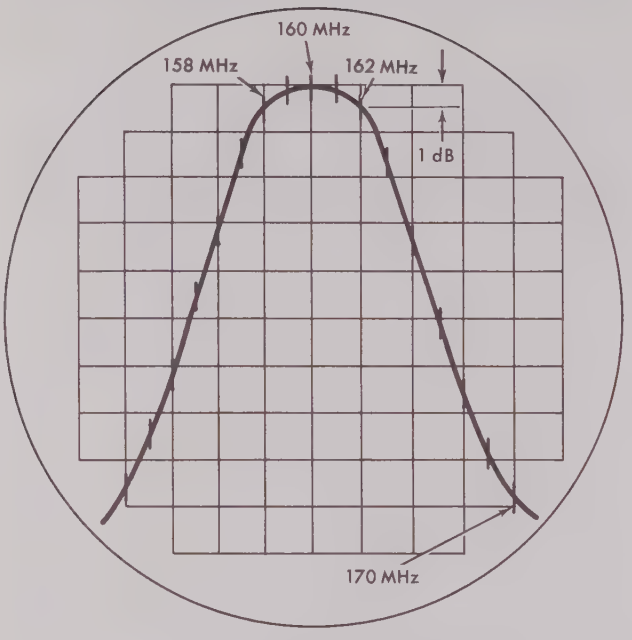

Figure 4-21. Typical Amplitude-Frequency Characteristics of Second Mixer/160 MHz Preamplifier A1A1 and 160 MHz Band-Pass Filter/Amplifier A1A2
k. Increase the sweep generator output to obtain the display of figure 4-21 (50mv/cm, with a 1 dB bandwidth of 4 MHz centered at 160 MHz).